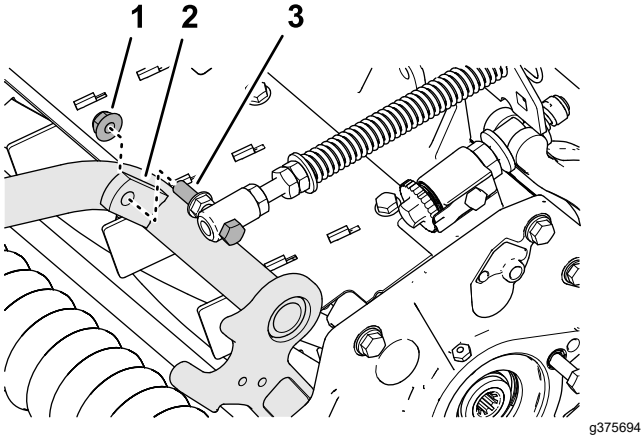

Figura 19
4. Montai dopul filetat al arcului de compensare pentru gazon pe umărul drept al cadrului de susinere (Figura 19) folosind o contrapiuliă cu guler (⅜").